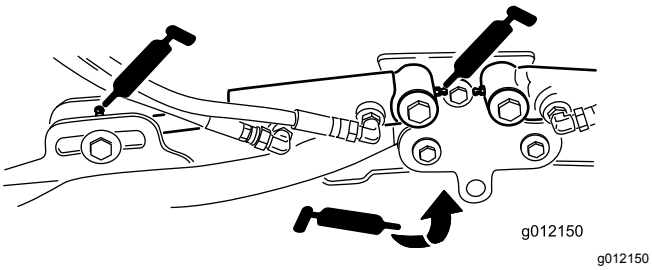

Figur 77
- Klippeenhedens løftearmscylindere (2 hver) (Figur 77)
- Løftearmenes drejetapper (1 hver) (Figur 77)